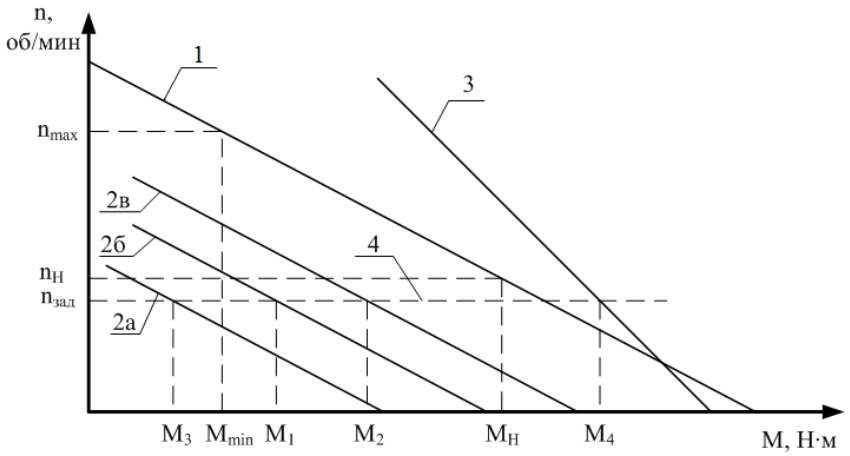

Рис.2 - Естественная и искусственные механические характеристики ДПТ
После выбора двигателя и определения всех его номинальных данных необходимо построить естественную механическую характеристику выбранного двигателя (прямая 1 на рис.2).
Для определения требуемой зонности регулирования необходимо провести прямую, соответствующую заданной скорости вращения вала двигателя (прямая 4 на рис.2), и отметить на ней заданные в условии моменты. Затем необходимо выбрать и обосновать способы регулирования скорости вращения вала двигателя. В первой зоне регулирования, характеристики, при уменьшении напряжения на якоре, сохраняют свою жесткость, т.к. согласно формуле (9) скорость холостого хода n_0 при этом снижается, а приращение скорости Δn остаётся неизменным.
где: U_a,В – напряжение на якоре; с – безразмерный конструктивный коэффициент; Ф, Веб – суммарный магнитный поток машины; ΣR_a , Ом – суммарное сопротивление цепи якоря; M_2, Нм – момент на валу. Следовательно, для построения искусственных характеристик в этом случае достаточно через требуемые точки провести прямые, параллельные естественной (прямые 2а, 2б и 2в на рис. 2). Во второй зоне регулирование осуществляется за счет ослабления магнитного потока, создаваемого обмоткой возбуждения. Т.к. согласно формуле 1.9 и скорость холостого хода n_0, и приращение скорости Δn при этом увеличиваются, то жёсткость искусственных характеристик падает. Характеристики прямолинейны, но не параллельны естественной характеристике.Для построения искусственной характеристики во второй зоне (прямая 3 на рис.2), учитывая, что P равна const по всей характеристике, вначале нужно определить его значение по формуле (10), используя соответствующие координаты.